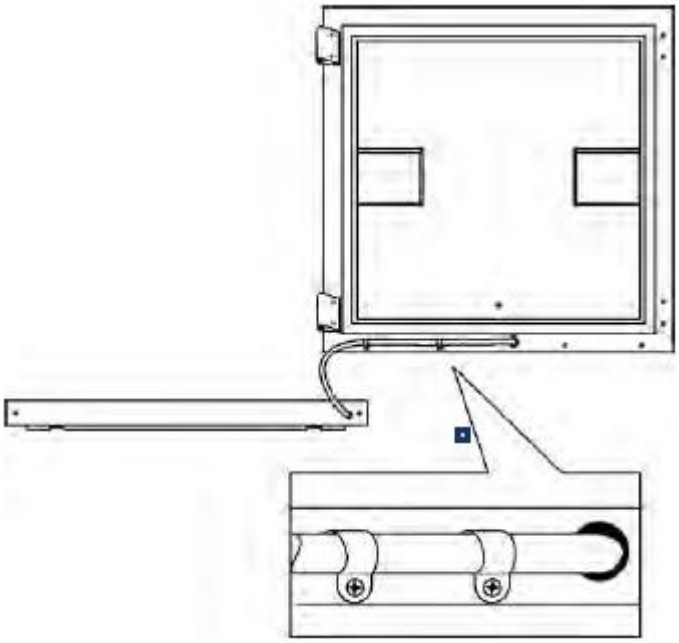

图 5-3. 旋转门角护板
6. 旋转门脚护板并用夹子连接门加热器电缆，如图 5-3 所示。插图中显示了夹子的正确位置。